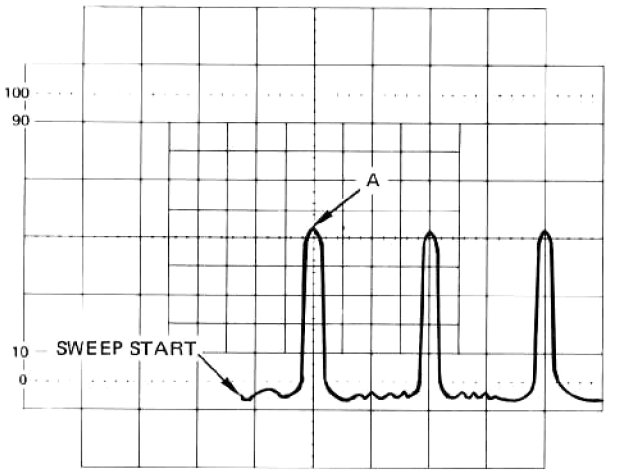

Fig. 5-9. Delay-time accuracy.
c. Horizontally position 1st displayed marker to center vertical graticule line. See Fig. 5-9.